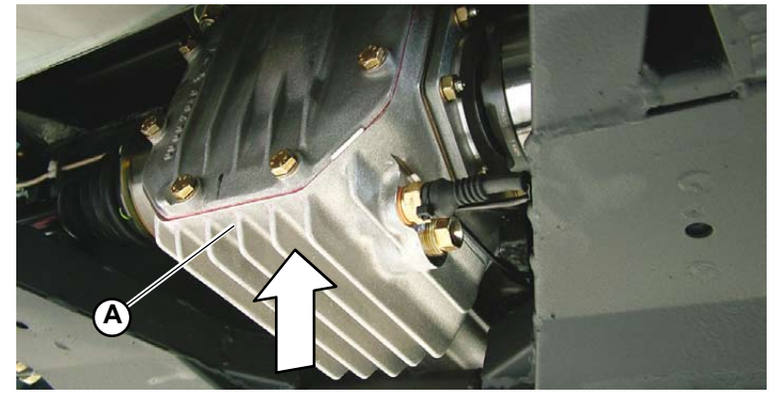

Fig.1
1. Lift the differential with its bracket (**A-Fig.1**) by means of a specific hydraulic lifting system and, keeping it into the correct position, introduce the front splined propeller shaft in the differential seat.